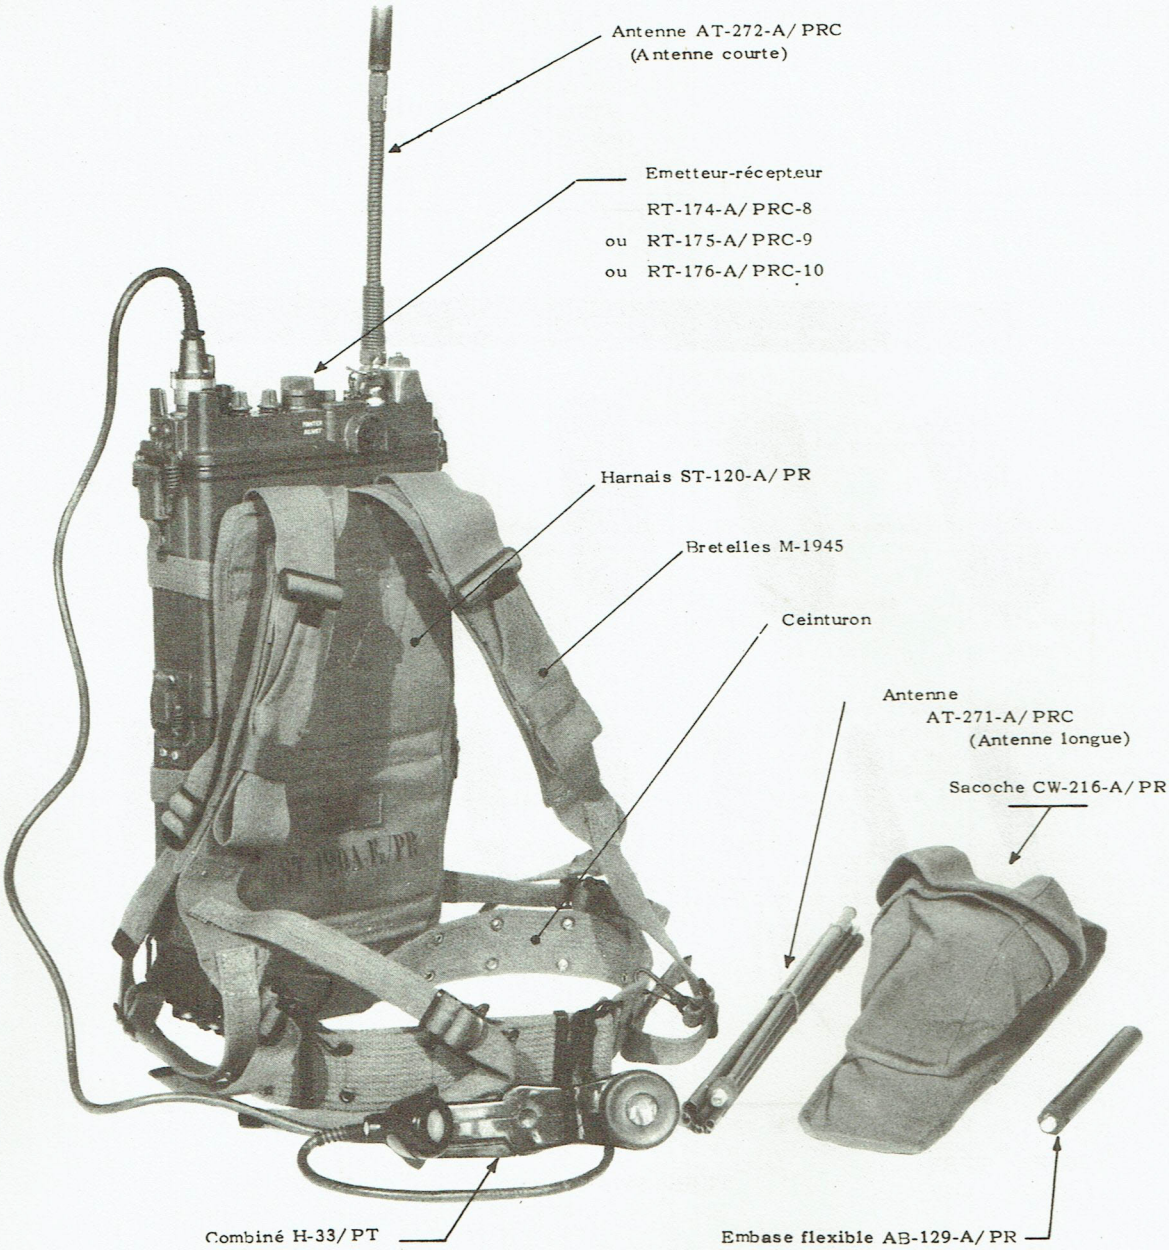
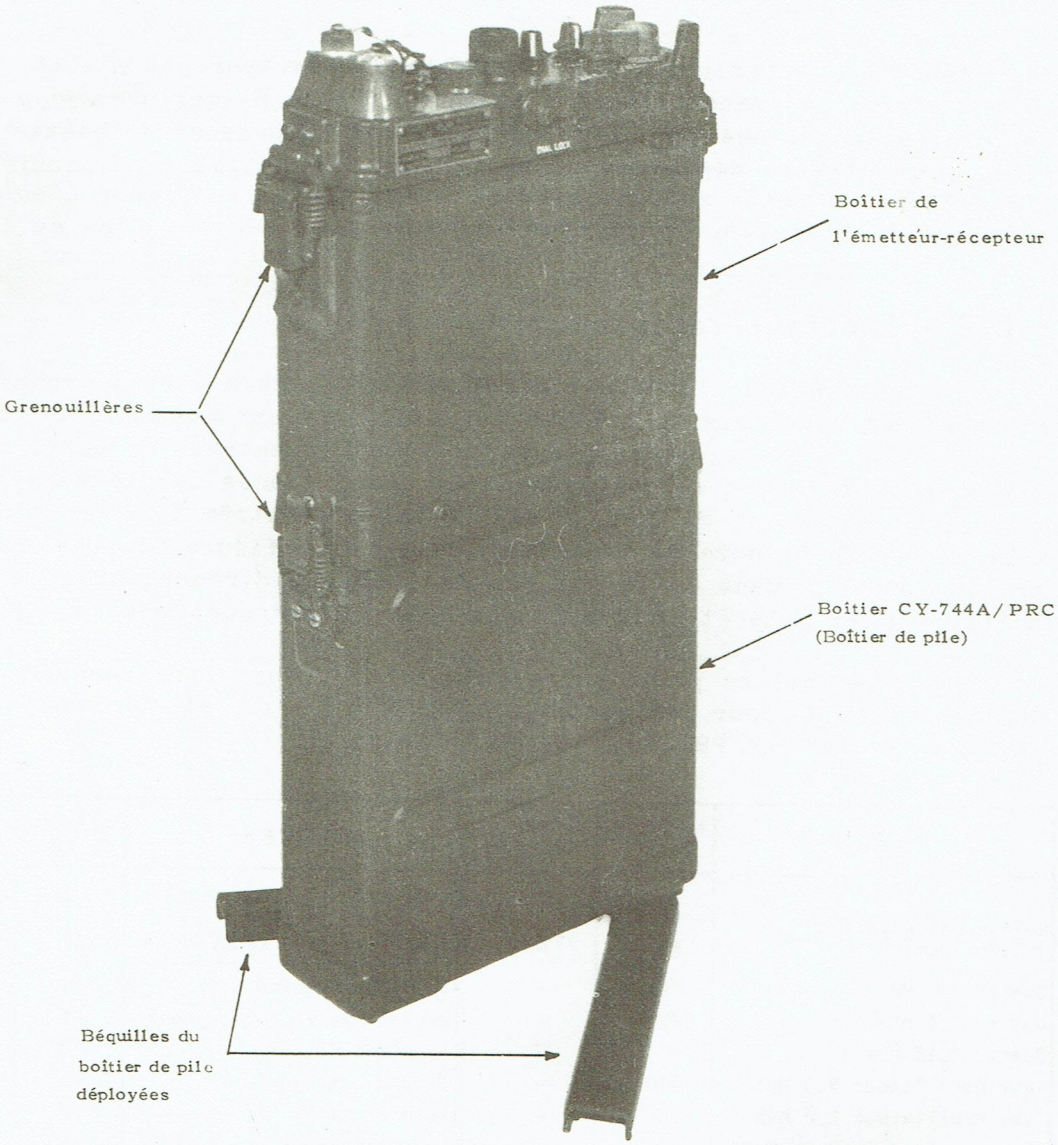
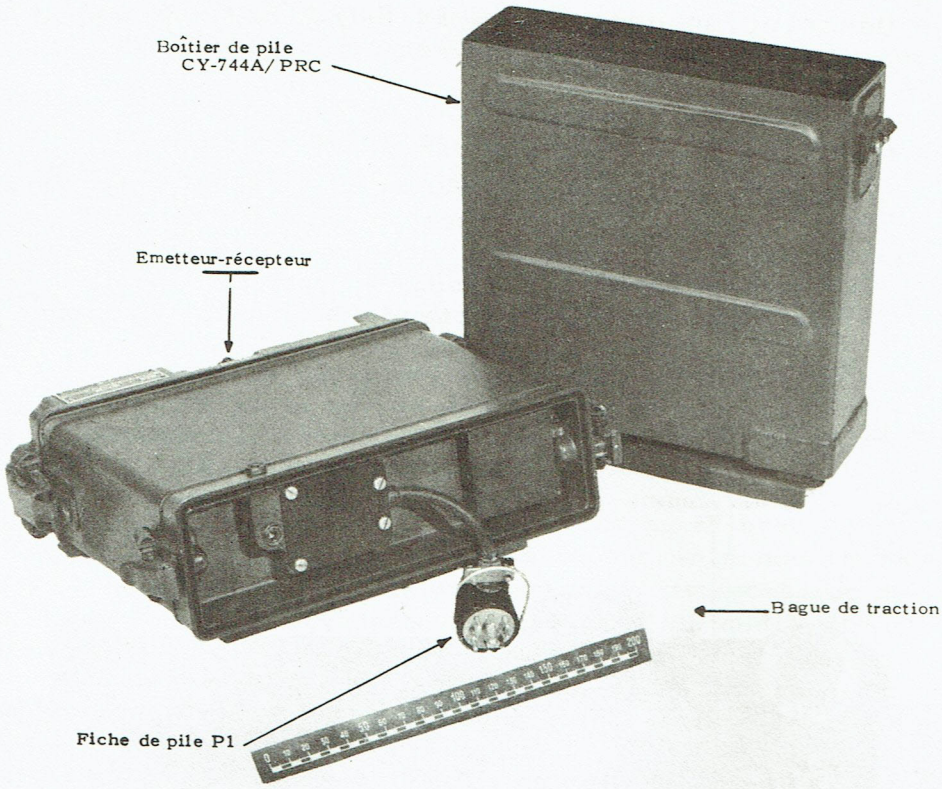
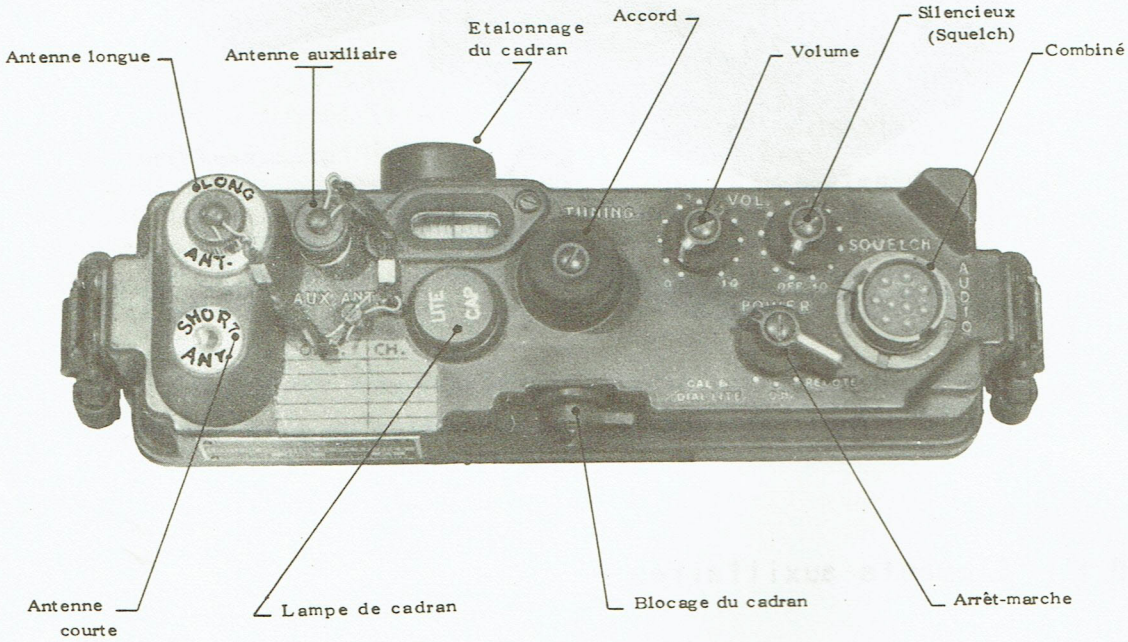

Fig. 3 - Postes radio AN/PRC-8A, -9A, -10A.
Fig. 5 - Emetteur-récepteur avec le boîtier de pile.
Fig. 6 - Emetteur-récepteur avec boîtier de pile séparé.
Fig. 7 - Panneau de commande de l'émetteur-récepteur.
Le tableau ci-après donne la liste des éléments constitutifs ainsi que des pièces de rechange courantes du poste. Les figures 3 et 4 illustrent respectivement les éléments constitutifs ainsi que les pièces de rechange.
Le poste représenté sur la figure 3 comporte un émetteur - récepteur, un boîtier de pile et des éléments auxiliaires dont la liste est donnée au paragraphe 1.B.E. L'émetteur-récepteur est attaché au boîtier à l'aide de grenouillères à ressort (figure 5) qui servent à assurer un joint étanche. Les béquilles, à la partie inférieure du boîtier de la pile, peuvent être déployées comme indiqué sur la figure 5, pour assurer l'équilibre du poste sur une surface horizontale. La figure 6 montre les boîtiers de l'émetteur-récepteur et de la pile séparés l'un de l'autre.
L'émetteur-récepteur comprend un ensemble panneau-châssis. Cet ensemble est logé dans un boîtier sur lequel il est attaché par deux grenouillères à ressort, placées sur les côtés et en haut du boîtier (figure 6). Les commandes et les connecteurs sont placés sur le panneau avant (figure 7). La fiche de la pile est montée à l'extrémité d'un câble court à la partie inférieure de l'émetteur-récepteur (figure 6). Les joints entre le panneau avant et le boîtier de l'émetteur-récepteur et entre le boîtier de la pile et le boîtier de l'émetteur-récepteur sont étanches.
a) Boîtier CY-744/PRC ou CY-744A/PRC (figure 5).
b) Antenne AT-271/PRC ou AT-271A/PRC (figure 3).
c) Antenne AT-272/PRC ou AT-272A/PRC (figure 3).
d) Embase d'antenne AB-129A/PR (figure 3).
Les bretelles (figure 3) maintiennent le ceinturon de l'opérateur et le matériel dans un harnais. Les bretelles sont rembourrées aux épaules et sont réglables à la taille de l'opérateur. A la hauteur des épaules, sur chaque bretelle, se trouve une boucle à laquelle est fixé le harnais.
Le harnais de transport (figure 3) est fixé au matériel à l'aide de trois courroies réglables. La courroie inférieure du harnais de transport ST-120/PR comporte deux anneaux cousus pour fixer la partie inférieure du harnais au ceinturon de l'opérateur. Sur le harnais de transport ST-120-A/PR qui est fourni avec les modèles les plus récents de postes radio, à la courroie inférieure des trois courroies réglables, sont attachées deux courroies qui remplacent les deux anneaux du harnais de transport ST-120/PR. Le harnais de transport ST-120A/PR est également muni d'une courroie plus large sur sa partie inférieure. Deux courroies sur la partie supérieure supportent tout le poids et règlent la position de l'ensemble lorsqu'il est fixé dans les deux boucles des côtés des bretelles.
2) Soulever l'émetteur-récepteur hors du boîtier de la pile et le placer avec la fiche de la pile dirigée vers l'opérateur (figure 6). Placer la pile de telle sorte que la prise soit du côté où tombe naturellement la fiche de l'émetteur-récepteur. Maintenir la bague de traction vers l'arrière de la fiche et insérer la fiche dans la prise de la pile en veillant à placer convenablement le téton central de la fiche. Placer la bague de traction du côté du câble de la fiche et faire glisser la pile contre le fond de l'émetteur-récepteur.
Utiliser ces antennes lorsqu'une portée maximum n'est pas nécessaire. Visser l'extrémité filetée de l'antenne courte dans le connecteur "SHORT ANT" (figure 7). Si cela est nécessaire, courber l'embase de l'antenne pour que la partie principale de l'antenne soit verticale.
Introduire la fiche du câble du combiné dans le connecteur "AUDIO" (figure 7). Exercer une légère pression et faire tourner la fiche jusqu'à ce qu'elle tombe dans les rainures guides. Pousser et tourner à fond dans le sens d'horloge.